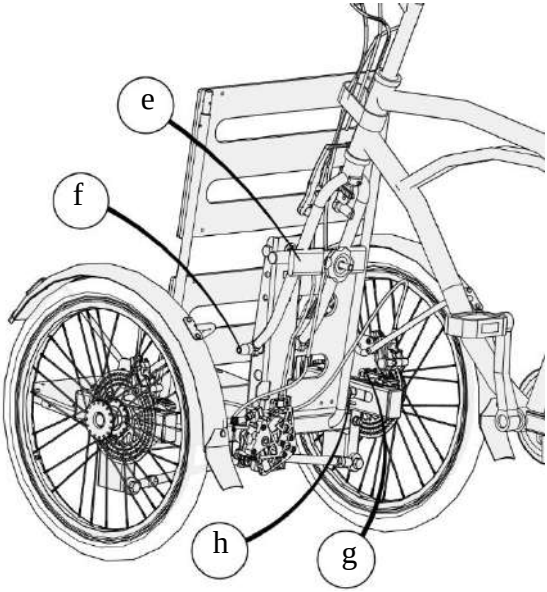

Abbildung 47 - Rückseite des AddBike+
- Prüfen Sie, ob die AddBike+-Flansche an der Gabel richtig angezogen sind: Ziehen Sie das Klemmrad von Hand fest (siehe Abbildung 47-e);
- Prüfen Sie, ob das vordere Bremskabel und das Feststellkabel des Verriegelungssystems zwischen den Flanschen des Flanschsystems verlaufen (siehe Abbildung 47-e);
- Prüfen Sie, ob die vorderen und hinteren Flanschen die Gabel des Fahrrads berühren (siehe Abbildung 47-e);
- Prüfen Sie, ob der Schnellspanner am Befestigungsstift festsitzt (siehe Abbildung 47-f);
- Überprüfen Sie, dass beide Räder des AddBike+ in der gleichen Position stehen, egal ob mit oder ohne Beladung (siehe Abbildung 47-h);